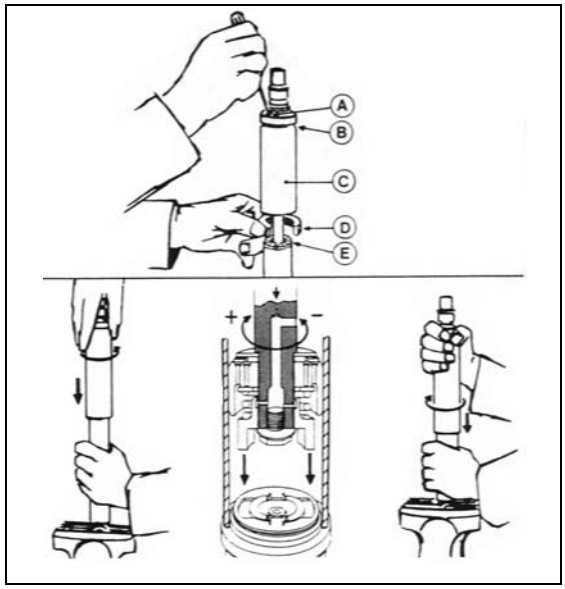

FIGURE 21: DAMPER
To adjust opening and closing cycle speed on damper (Fig. 21):
2. Fully close the damper while turning the dust cap or piston rod slowly CCW until it is felt that the cams of the adjusting nut engage in the recesses of the foot valve assembly (Fig. 21).
Note: *In figure 21, if there is an indentation (B) in the dust cap (C) and the cover shows two holes (A), the damper is fitted with a bump rubber (D). If so, fully extend the damper and insert a round bar or screwdriver through the holes. Push the bump rubber down and remove. Remove the split plastic collar (E) (if fitted) from the piston rod.*
Note: *Where a bump rubber was installed, refit same inside the dust cap and by fully closing the damper, the rubber will seat again at top of the dust cap. Refit the split plastic collar E (Fig. 21)*